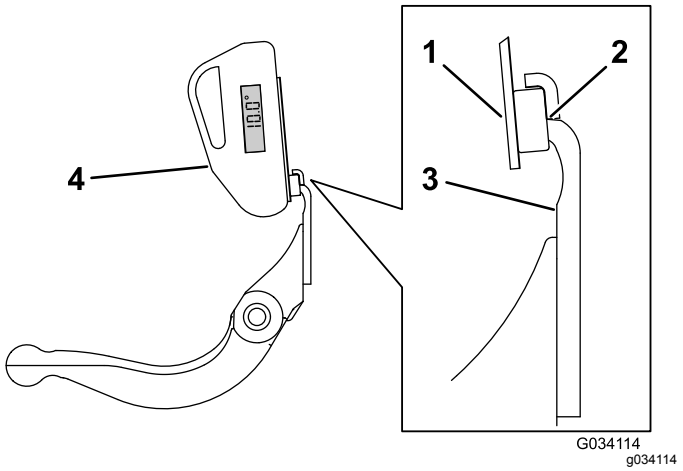

Figure 28
3. Placez l'indicateur d'angle sur le bord de la contre-lame, de manière à adapter le bord de l'aimant avec le bord de la contre-lame (Figure 28).
4. Placez l'indicateur d'angle sur le support, comme montré à la Figure 28.